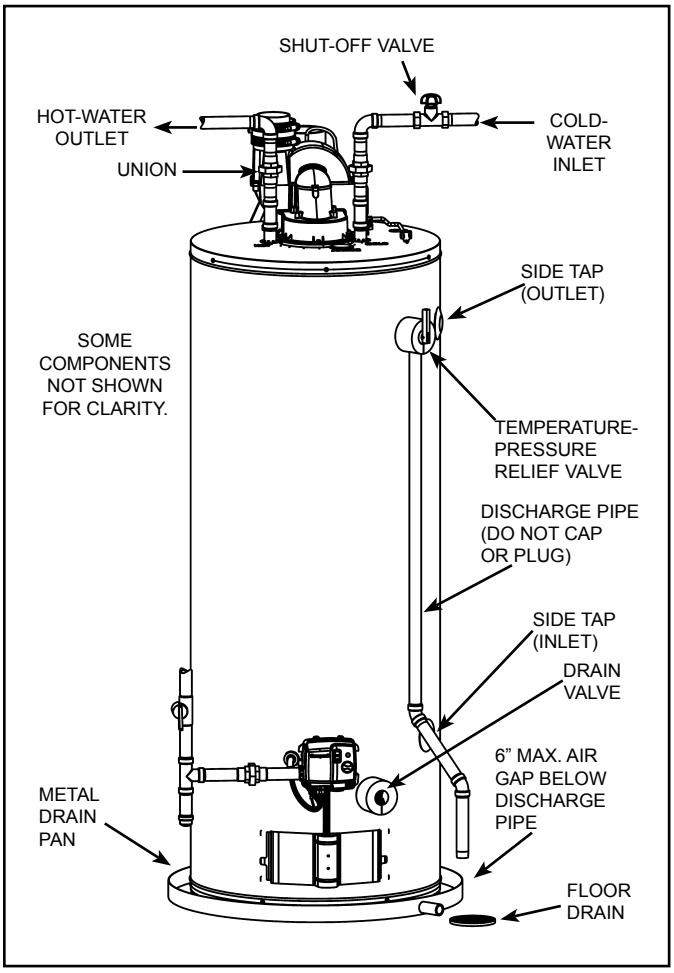

**Figure 20.**
1. Close the water heater drain valve by turning handle to the right (clockwise). The drain valve is on the lower front of water heater (see Figure 20).